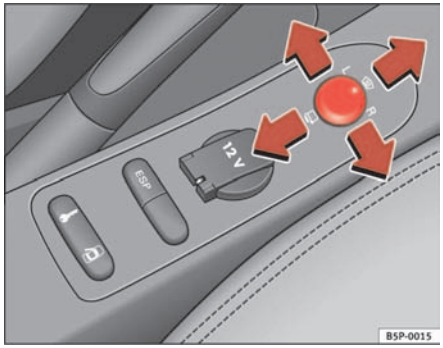

Fig. 91 Exterior mirror control
1. Turn knob ⇒ fig. 91 to position **L** (**left exterior mirror**).
– Turn the knob forwards to the central position ⇒ page 123, fig. 91 (1) so that the heated rear view mirrors warm up and the heated windscreen* in the wiper blade rest area is activated. ⇒ page 119
– Turn the control ⇒ page 123, fig. 91 to position to fold in the exterior mirrors. You should always fold in the exterior mirrors if you are driving through an automatic car wash. This will help prevent damage.